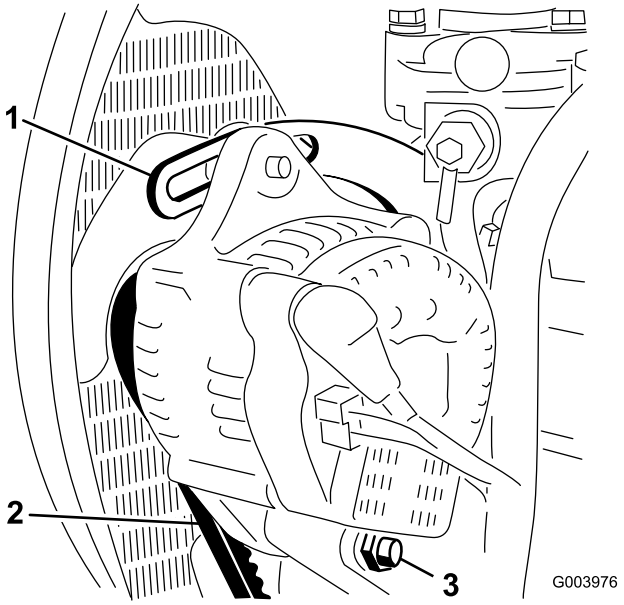

Figur 70
2. Kontrollera generatorremmens spänning genom att trycka ner remmen (Figur 70) mittemellan generatorn och vevaxelskivorna med en kraft på 10 kg.
3. Lossa den bult som håller fast staget på motorn (Figur 70), den bult som håller fast generatorn på staget samt axelbulten.